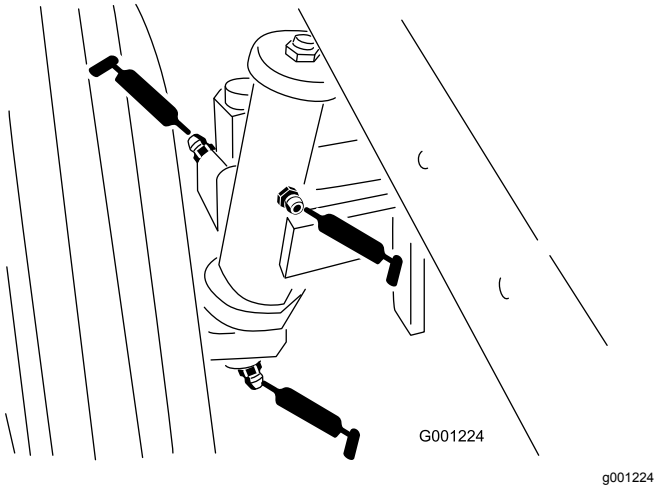

**Figur 38**
- Baghjulenes spindelbøsninger (Figur 38)